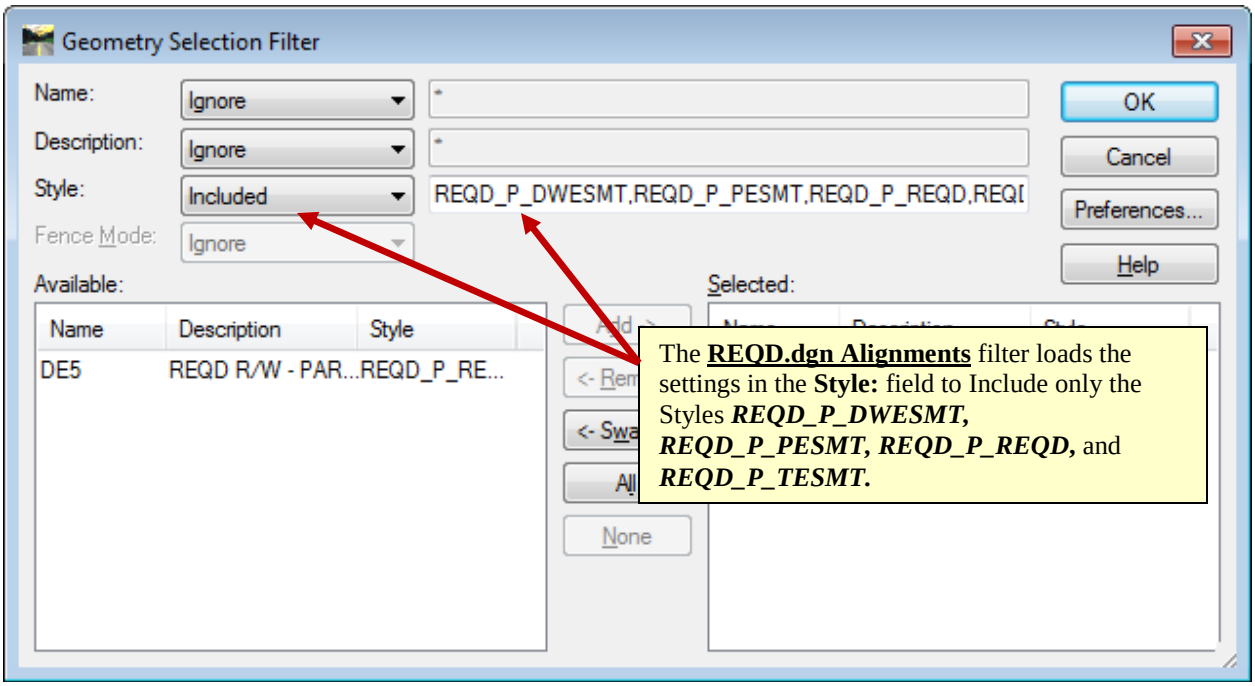
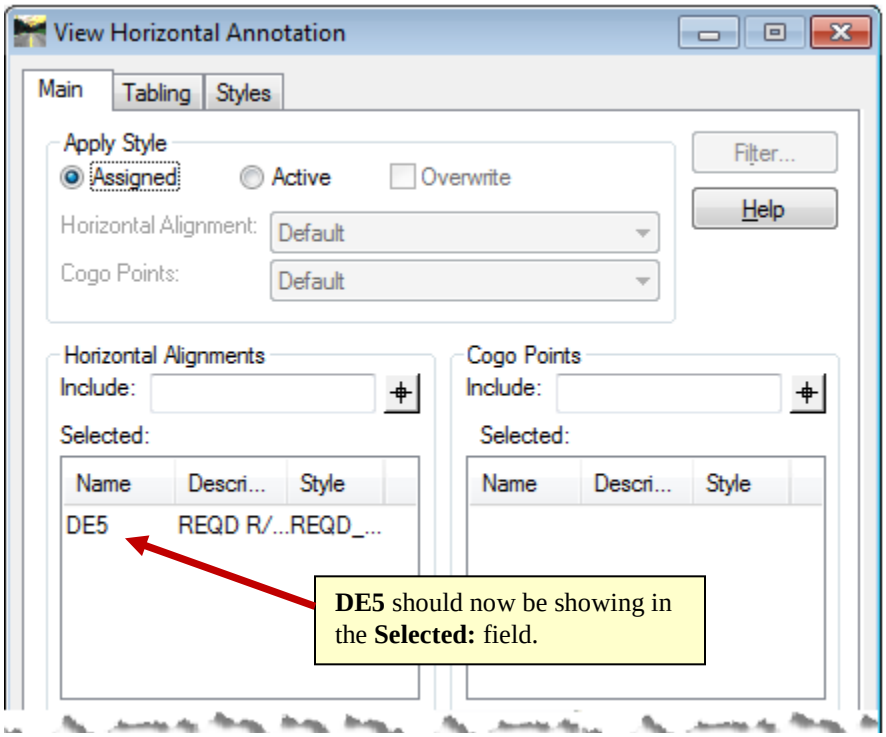

Figure L12-45 Geometry Selection Filter
Figure L12-46 View Horizontal Annotation
42.	**Prepare MicroStation.** • In MicroStation, select **Edit ► Select All**. • Click the **Delete** icon ( ). • In MicroStation, select **File ► References**. • In the **References** dialog, select **Tools ► Detach All**. • If an **Alert** dialog box appears – click **OK**. • **Close** the **References** Window by clicking the Red (X) in the upper right corner of the dialog box.
45.	**Select the Required R/W and Easement Alignments.** • Place your cursor in the **Horizontal Alignments Include:** key-in field to activate the **Filter** button. • Click the **Filter** button. • In the **Geometry Selection Filter** dialog, click the **Preferences** button. • **Select** the **REQD.dgn Alignments** Preference and click **Load** and **Close**. • Verify the **Geometry Selection Filter** dialog matches that shown in *Figure L12-45*. ***NOTE**: The **REQD.dgn Alignments** Preference filters the data so only the Alignments with the Feature Styles ***REQD_P_DWESMT, REQD_P_PESMT, REQD_P_REQD,*** and ***REQD_P_TESMT*** are included. • In the **Geometry Selection Filter** dialog, click the **All** button to move the **Available:** Alignments to the **Selected:** field. • In the **Geometry Selection Filter** dialog, click **OK**. • In the **View Horizontal Annotation** dialog, verify Alignment **DE5** is showing in the **Horizontal Alignments Selected:** field as depicted in *Figure L12-46*.